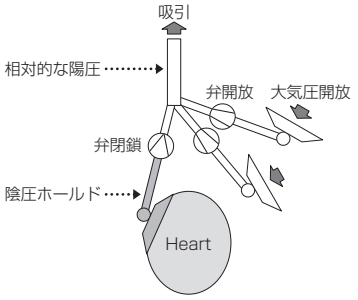

図5
7. 複数の吸盤を使用時に、アラーム音が鳴った場合、吸盤が外れているので、速やかに外れた吸盤のコックを閉じ、再吸着させること。アラーム音が鳴った直後は、逆止弁により他の吸盤は吸着しているが、逆止弁は、吸着している（外れていない）吸盤内の陰圧を一時的に保持しているだけである（図5）。速やかに外れた吸盤のコックを閉じ、回路内が吸引源により減圧される状態にすること。心臓が脱落する危険性がある。